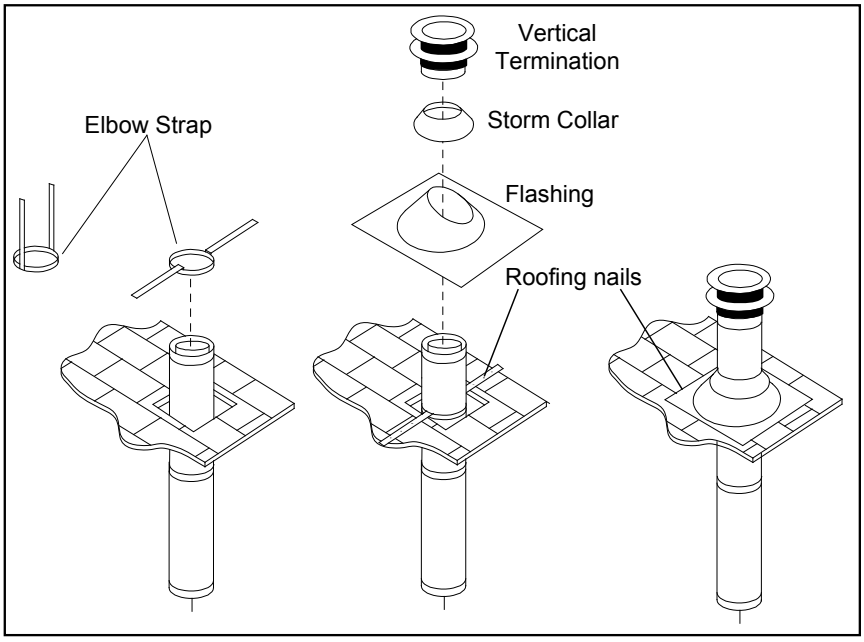

Figure 48. Vertical Vent Termination
Step 3. To install the Round Support Box/Wall Thimble in a flat ceiling, cut a 10 inch (25.4 cm) square hole in the ceiling, centered in the hole drilled in Step 2. Frame the hole as shown in Figure 48.
STEP 6. Once the pipe sections have been joined, and run up through the hole in the roof, slip an elbow strap over the exposed sections, bend the support straps outwards, and push the elbow strap down to the roof level, as shown in Figure 48. Tighten the clamp around the pipe section. Use a level to make sure the pipe is truly vertical. With roofing nails, secure the support straps to the roof. Seal the nails holes heads with non-hardening mastic. Trim the excess length of the support straps that extend out beyond the edge of the flashing.